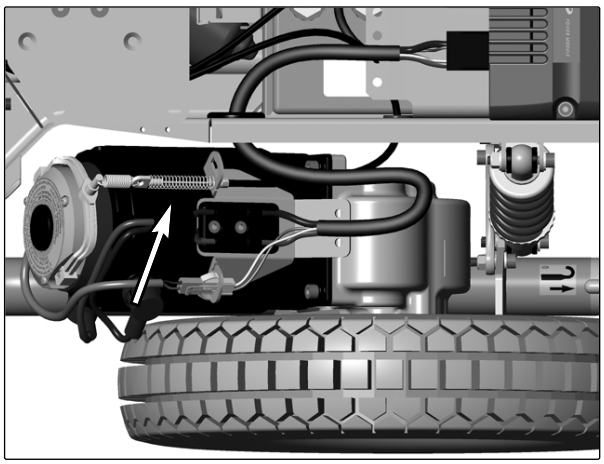

Abb. 37. Lösen des Kabelzugs der Bremsfreigabeeinheit.
6. Ziehen Sie das Kabelzuggehäuse nach vorn und führen Sie den Kabelzug durch die Führung im Gehäuse nach außen. Haken Sie den Kabelzug der Bremsfreigabe von der Magnetbremse ab, s. Abb. 37.